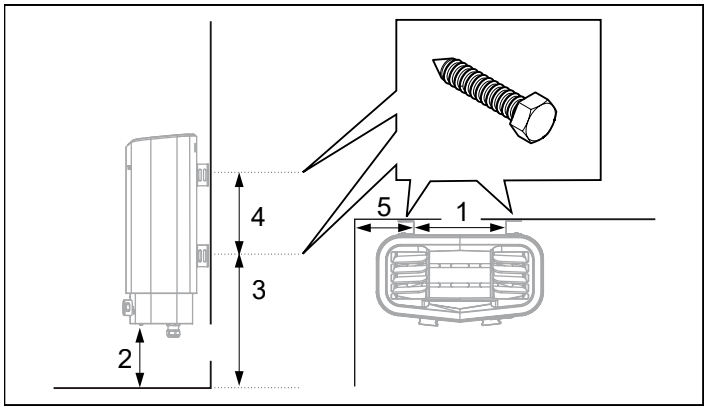

Afbeelding 8: Afstanden
6. Bevestig de schroeven van de beugel op de aangegeven afstanden (zie afbeelding 8).